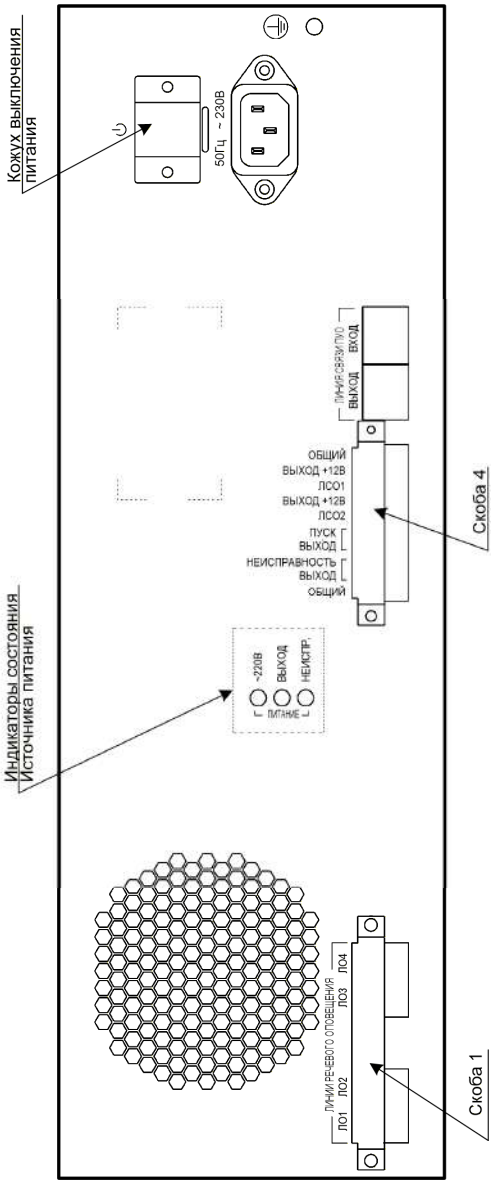

Рисунок 2 – Внешний вид задней панели УМ
Выключатель питания ⏻ расположен на задней панели ПУО и при необходимости может быть закрыт защитным кожухом (рис. 2). В положении «О» выключатель отключает выходные напряжения источника питания УМ. Выключатель может быть использован для исключения глубокого разряда аккумуляторных батарей при длительном (до 72 часов в дежурном режиме) отсутствии напряжения сети.
7) Установите кожух выключателя питания, см. рис. 2.